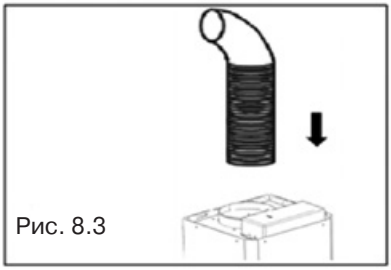

Рис. 8.3
6. Если вытяжка будет работать в режиме отвода воздуха в вентиляционную шахту, то необходимо один конец гибкого воздуховода диаметром 150 мм (в комплект входит гибкий воздуховод длиной 1 м, при необходимости более длинного, он приобретается отдельно) одеть на переходной фланец, предварительно промазав место стыковки герметиком, и закрепить его с помощью хомута (приобретается отдельно). (рис. 8.3)